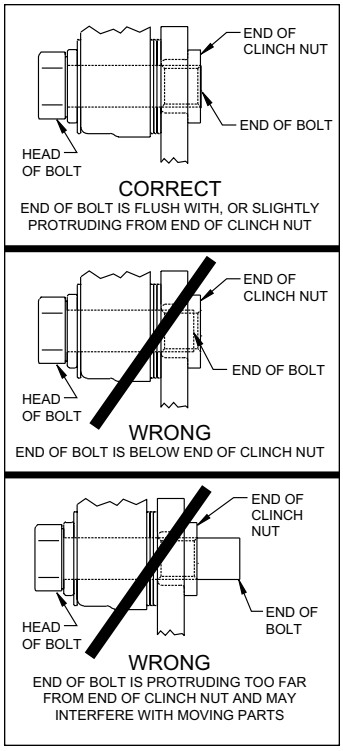

Figure 4. Clinch Nut Engagement Diagram
CAUTION: *All mounting bolts must fully engage clinch nuts.* Be sure to check that all bolts are either flush or protruding through flanged side of clinch nut after shimming, Figure 4.
STEP 9 ***NOTE:*** *Please reference the caution statement at the beginning of the assembly instructions.* Remount the service caliper (15) onto the caliper mounting bracket (6) using bolts (16) and washers (17), as shown in Figure 1. Initially place two .035" thick shims (18) on each bolt between the caliper and the bracket, Photo 11. Temporarily tighten the mounting bolts and view the rotor (14) through the top opening of the caliper. The rotor should be centered in the caliper, Photo 12. If not, adjust by adding or subtracting shims (18) between the bracket (6) and the caliper (15). Always use the same amount of shims on each of the two mounting bolts. ***NOTE:*** *The end of each bolt must be flush with or slightly protruding from the head of the clinch nut, as shown in Figure 4.* If necessary place spare shims (18) between washer (17) and caliper mounting ear to achieve the proper clinch nut engagement. Once the caliper alignment and clinch nut engagement are correct, remove the bolts one at a time, apply red *Loctite*® 271 to bolt threads, and torque to value shown in Figure 1.